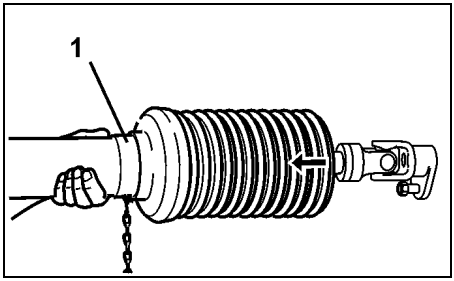

Rys. 10
- Ściągnąć połówkę osłony (Rys. 10/1).